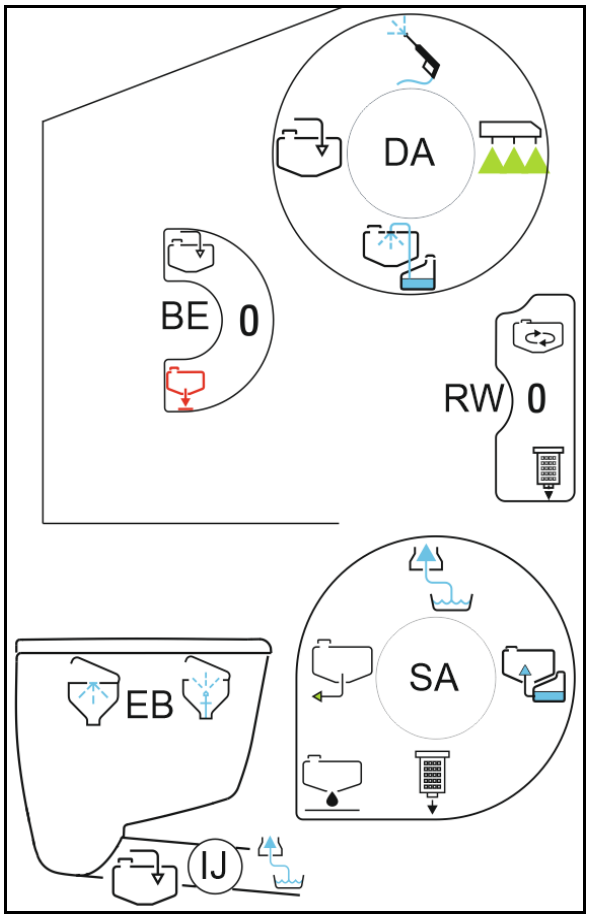

図 116
2. 圧力フィルター（**図 116** /1）を取り外して、水で洗います。